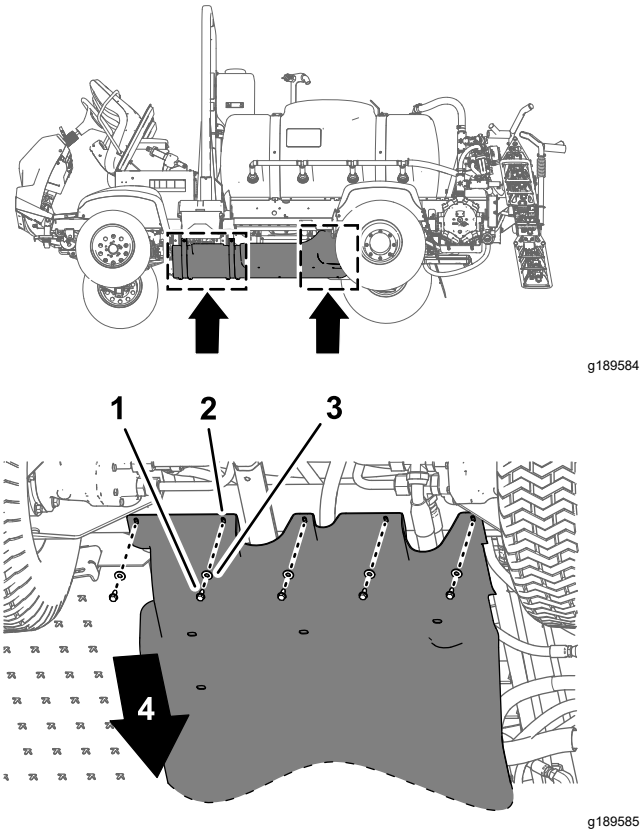
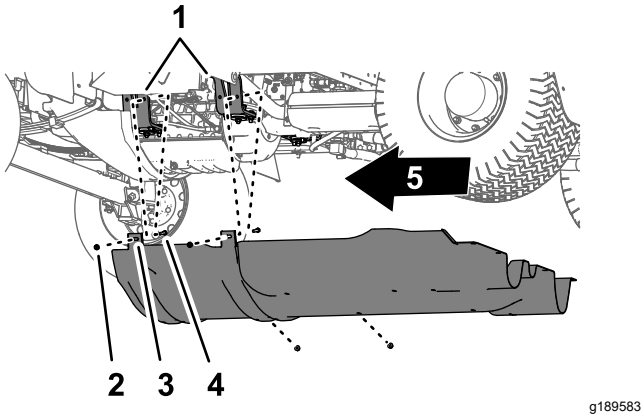

Figur 67
Figur 68
1. Ta bort de fem flänsskruvar (5/16 x ⅞ tum) och de fem brickor (5/16 tum) som fäster den bakre delen av underredshöljet vid maskinchassit (Figur 67).
2. Ta bort de fyra flänslåsmuttrarna (5/16 tum) från skruvarna och vagnsskruven som fäster monteringstapparna för underredshöljet på maskinens motormonteringsfästen (Figur 68).
4. Ta bort underredshöljet från maskinen (Figur 67 och Figur 68).
1. Rikta in underredshöljet mot maskinens nedre chassi enligt Figur 68 i Ta bort underredshöljet (sida 52).
2. Flytta underredshöljets monteringstappar över skruvarna och vagnsskruven som sitter vid motorns monteringsfästen. Se Figur 68 i Ta bort underredshöljet (sida 52).
3. Montera underredshöljet på motormonteringsfästena och skruvarna (Figur 68) med de fyra flänslåsmuttrarna (5/16 tum) som du tog bort i steg 2 i Ta bort underredshöljet (sida 52).
4. Rikta in hålen i den bakre delen av underredshöljet mot hålen i chassit. Se Figur 67 i Ta bort underredshöljet (sida 52).
5. Montera den bakre delen av underredshöljet på chassit (Figur 67) med de fem flänsskruvarna (5/16 x ⅞ tum) och fem brickorna (5/16 tum) som du tog bort i steg 1 av Ta bort underredshöljet (sida 52).